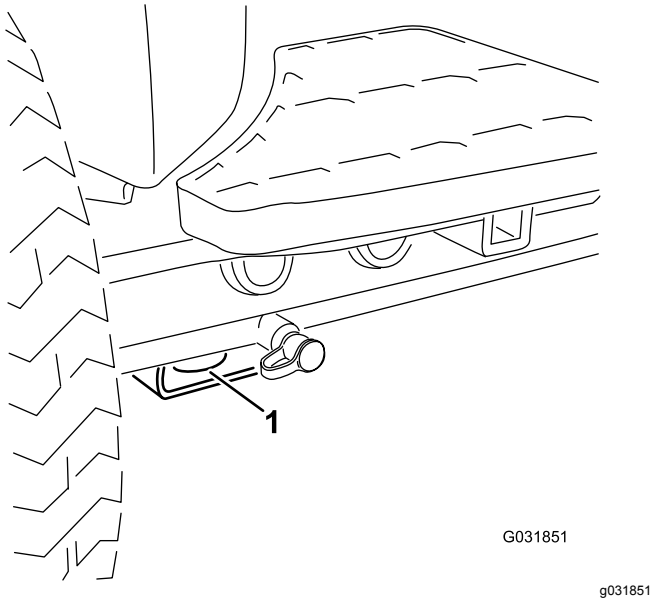

**Figur 41**
- Foran – hullet i den rektangulær platen, under akselrøret, innenfor hver av de fremre festepunktene (Figur 41)